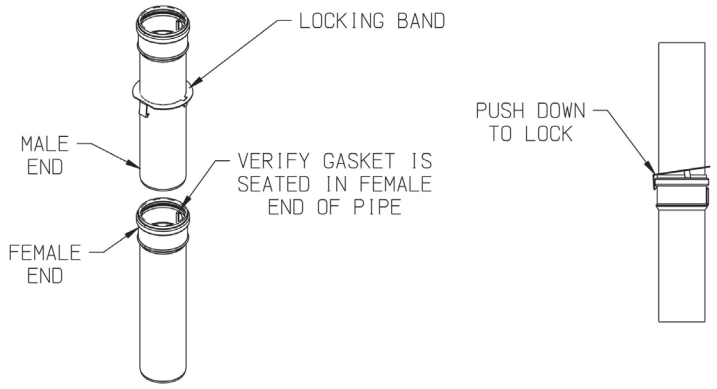

Figure 7.35: PolyPro Locking Band Installation
c. For each joint, verify that the gasket is evenly seated in the bell (female) end of the pipe. Lubricate this gasket with water. Slide a locking band over the male end of the pipe to be joined as shown in Figure 7.35. Push the male end of the next section of pipe into the bell until it bottoms out, then back out 1/4-5/8” to provide room for thermal expansion. Push barb on locking band over the bell end of the first section of pipe as shown in Figure 7.35.